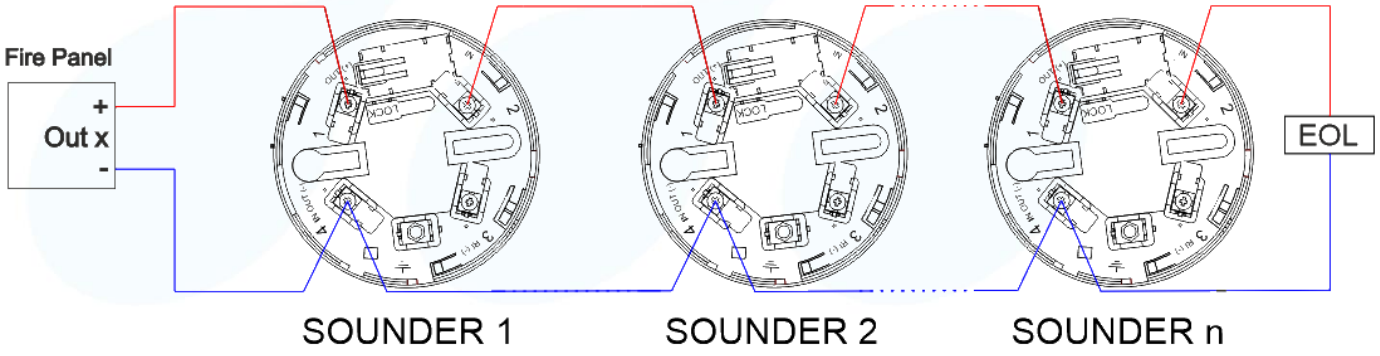

Fig. 1 – When connected to a controllable output of Fire panel
- Connect the electrical cables according to the attached diagram (Figure 1);